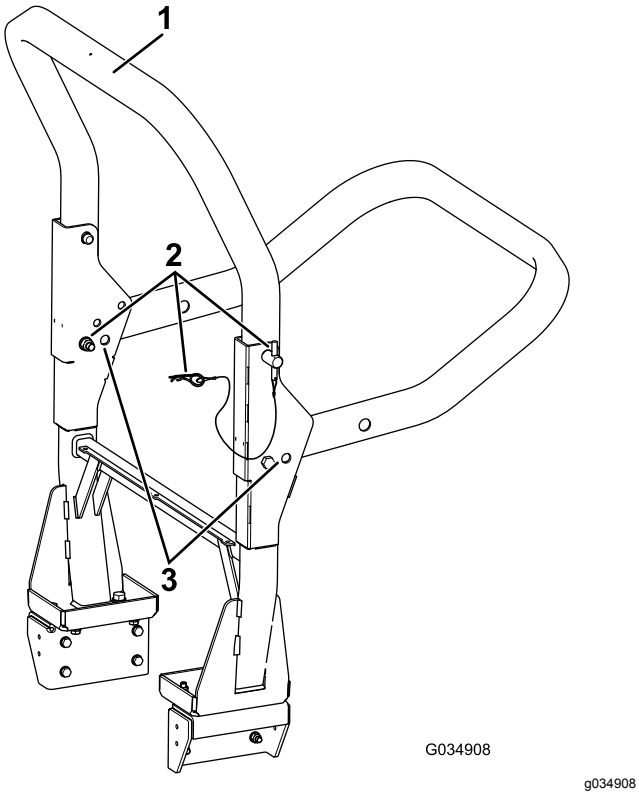

Figuur 24
2. Ondersteun het gewicht van het bovengeraamte terwijl u de borgpennen en de pennen uit de scharnierhouders verwijdert (Figuur 24).